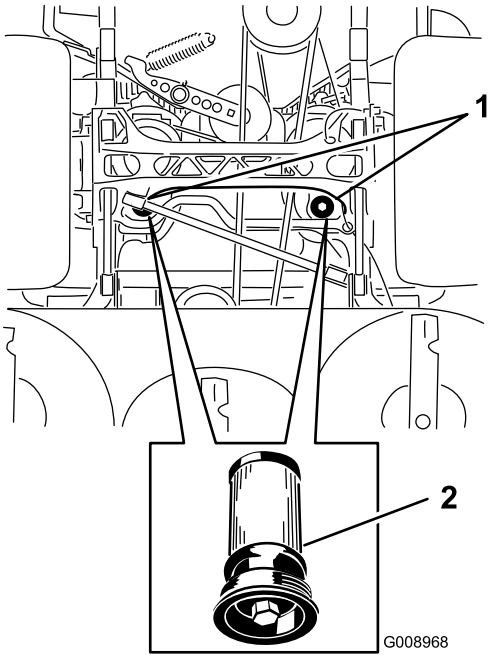

Figuur 84
5. Plaats een opvangbak onder het filter, verwijder het oude filter en veeg het oppervlak schoon (Figuur 84).
6. Breng een dun laagje hydraulische vloeistof aan op de rubberen pakking van het vervangende filter (Figuur 84).